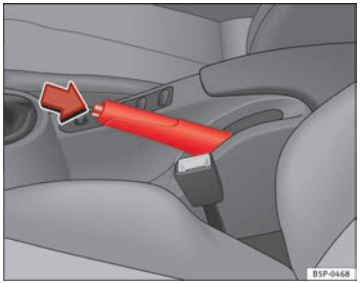

Fig. 147 Handbrake between the front seats
– Pull the handbrake lever up firmly ⇒ Fig. 147.
– Pull the lever up slightly and press the release knob in the direction of the arrow ⇒ Fig. 147 and guide the handbrake lever down fully ⇒ ⚠.